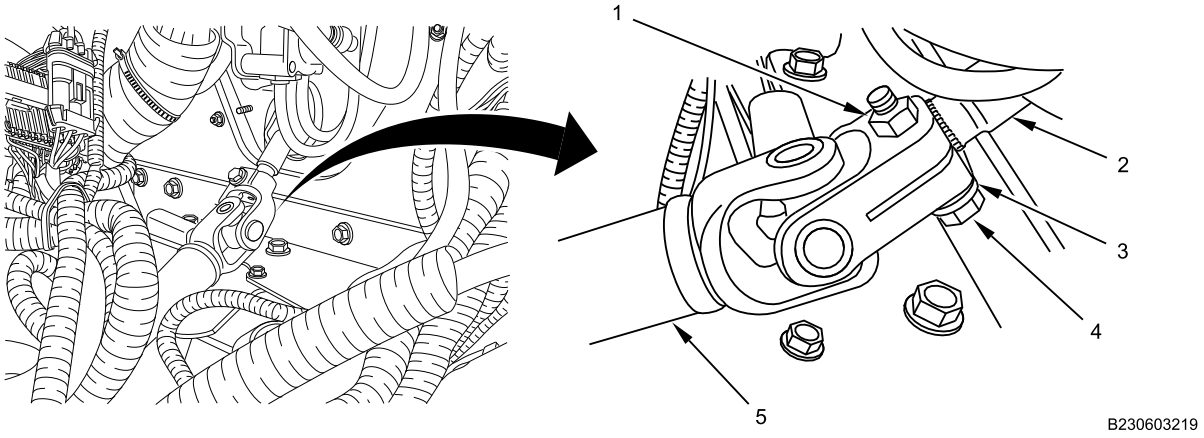

Figure 3. Steering Column End.
1. Slide steering shaft (Figure 3, Item 5) on splined shaft of steering column (Figure 3, Item 2).
2. Install new bolt (Figure 3, Item 4) and washer (Figure 3, Item 3) in steering shaft (Figure 3, Item 5) at steering column (Figure 3, Item 2).
3. Install new locknut (Figure 3, Item 1). Tighten upper bolt until 7/16-in. 12-point bolt head breaks off bolt.